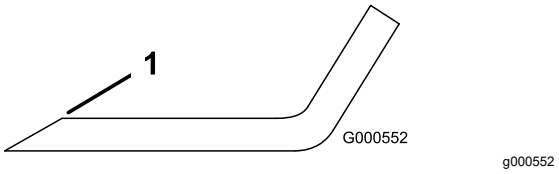

**Figur 79**
1. Anvend en fil til at slibe begge ender af skærekniven (Figur 79).
**Bemærk:** Hvis kniven ikke er afbalanceret, skal der slibes lidt mere metal af sejlområdet (Figur 79).